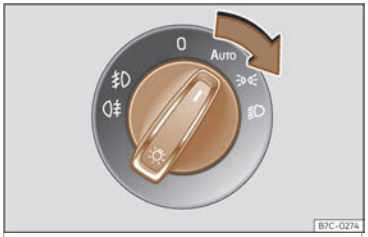

Fig. 87 Taboleiro de instrumentos:mando das luces.
- Xire o interruptor á posición desexada ›››fig. 87.